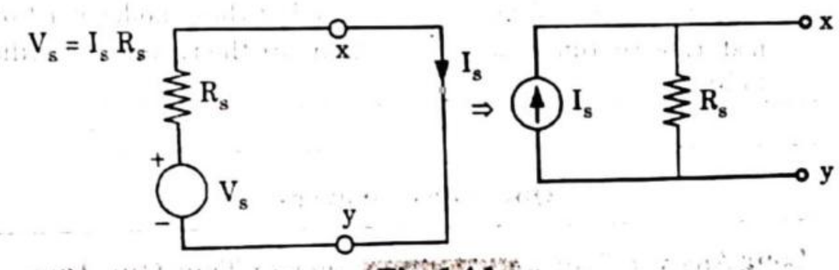

Fig. 1.4.1.
1. Let us consider a practical voltage source V_s with a source or internal resistance R_s as shown in Fig. 1.4.1.